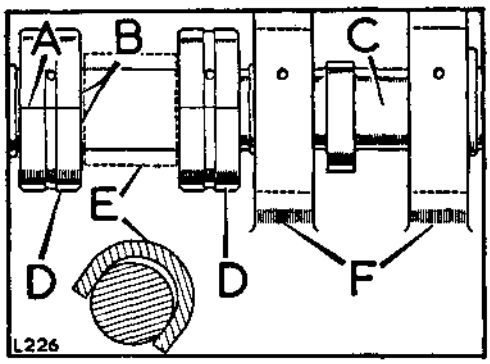

**Fig. A3-146. Camshaft fitting with distance piece**
5. Place a suitable distance piece (Fig. A3-146 refers) between the first and second intermediate bearings. The width of the distance piece to be approximately the distance between the bearing housings but allowing sufficient clearance for withdrawal.